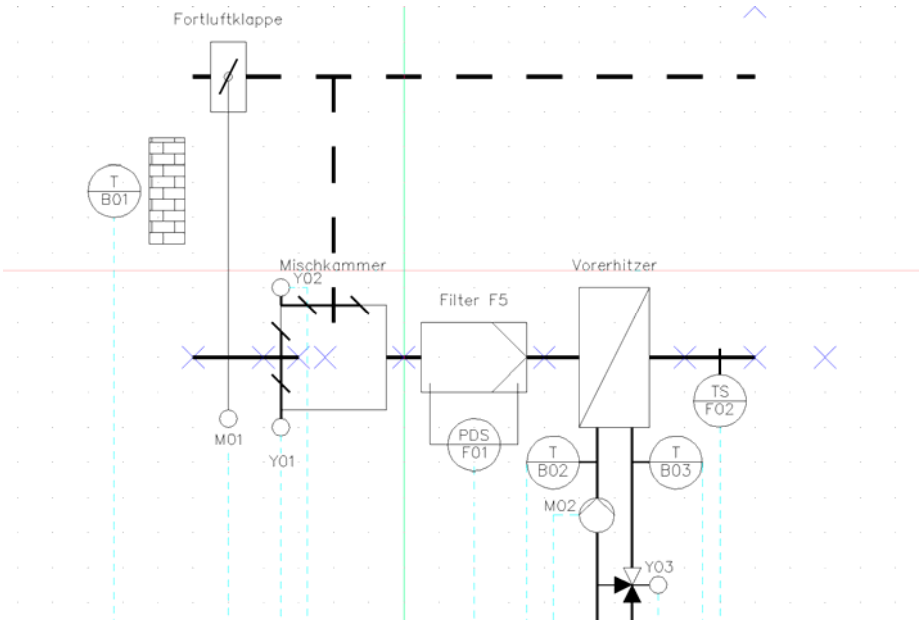

Bild 28.26 – Kontrollansicht für den Dia-Ausschnitt
- Gleich darauf wird der gewählte Ausschnitt vergrößert angezeigt. Hier können Sie die Ansicht mit *Pan* und *Zoom* korrekt einstellen, etwa um den linken Rand des Zeichnungsrahmens auszublenden. Wenn die Ansicht stimmt, bestätigen Sie mit **Eingabe** oder Rechtsklick (Abb. 28.26).